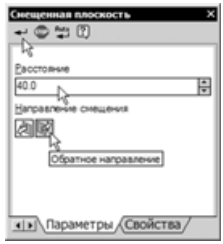

Рис. 2.114
- В поле **Расстояние** панели свойств введите значение 40, равное половине ширины детали (рис. 2.114). Определите, с какой стороны относительно базовой должна быть построена вспомогательная плоскость, включив кнопку **Обратное направление,** и нажмите кнопку **Создать объект**.